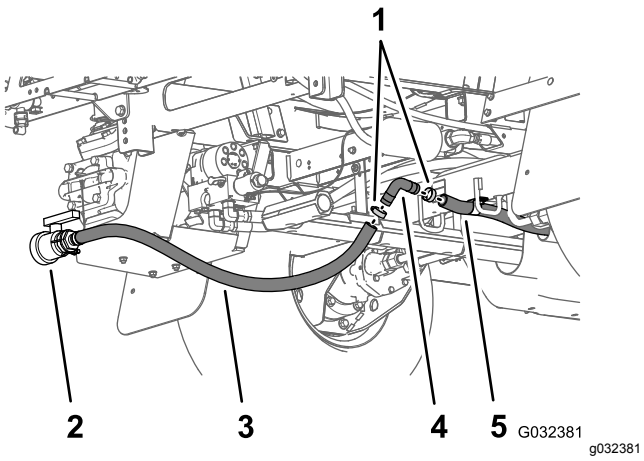

**Figur 55**
8. Sæt 90 ° fittingen med modhagere, som du afmonterede i trin 3, i aftapningsventilslangen og den bageste tankafløbsslange (Figur 55).
9. Fastgør 90° fittingen med modhagere og afløbsslangerne med de 2 slangeklemmer, som du afmonterede i trin 2 (Figur 55).